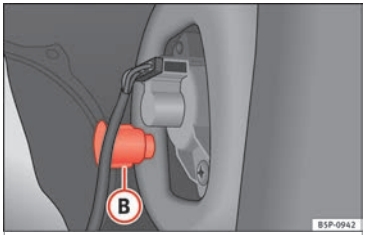

Fig. 185 Side lights and brake lights.
– Unscrew the plastic fitting ››› **Fig. 185** (B) securing the tail light. Inserting a screwdriver under the plastic fitting may help to loosen it.